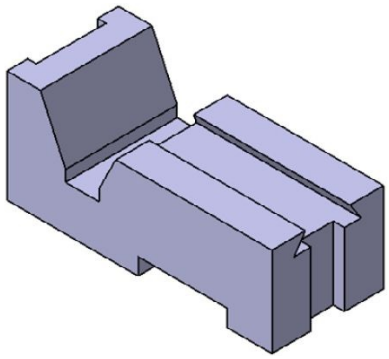

Figure 5-45 *Final model*
d. Create the fourth feature, which is also a pocket feature, refer to Figure 5-45.
3. Invoke the **Pocket Definition** dialog box and extrude the sketch using the **Up to last** option in the **Type** drop-down list of the dialog box. Next, choose the **OK** button from the dialog box. The final model after creating all the features is shown in Figure 5-45.